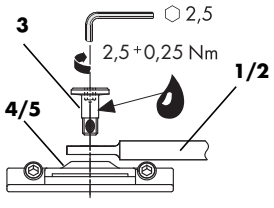

Fig. 4
④ Secure connecting rod on cushioning (**1/2**) on to top hinge block (**4/5**) using locking screw M4 (**3**) (see Fig. 4) (torque 2.5 + 0.25 Nm).